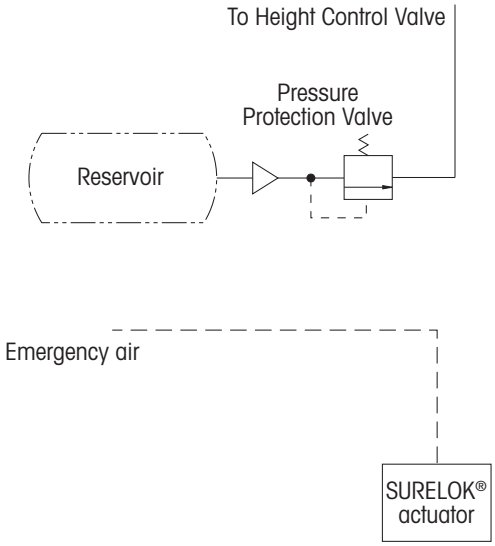
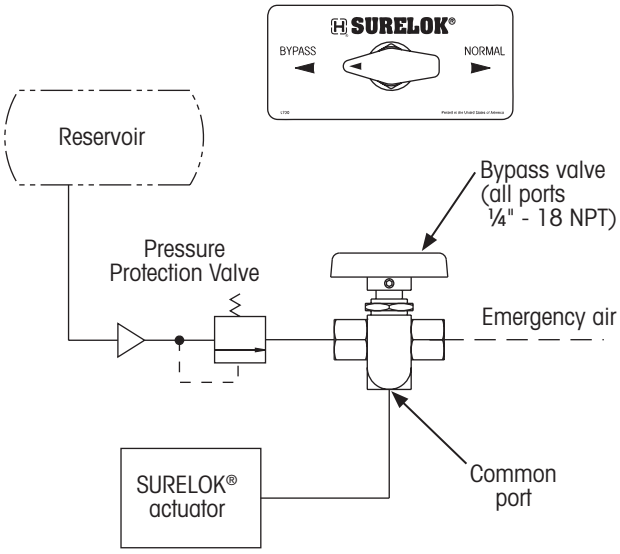
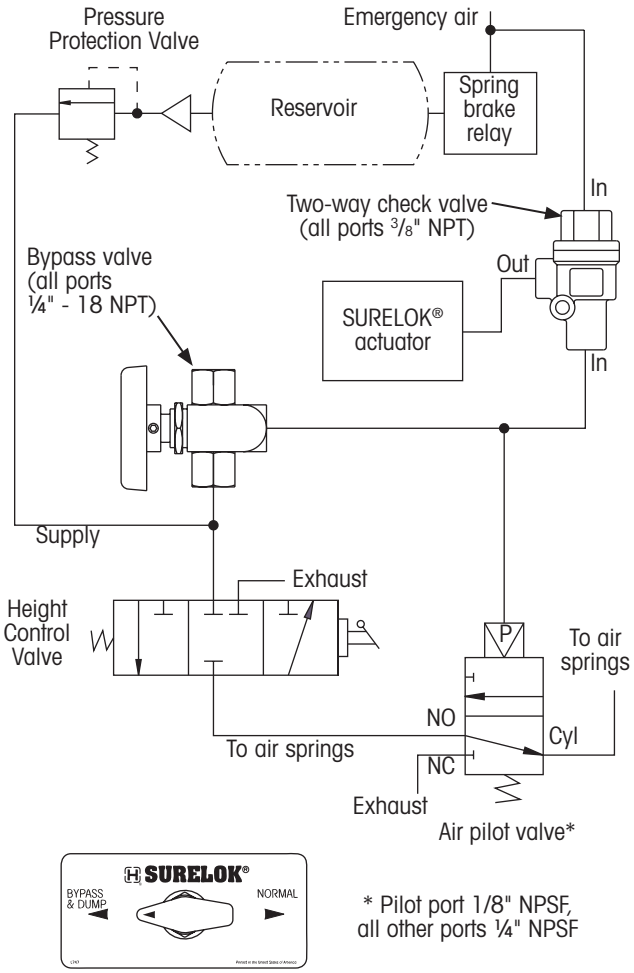

Figure 77: Typical plumbing schematic
Figure 78: Manual bypass valve plumbing schematic
Figure 79: Combination bypass/air dump valve plumbing schematic
2. **Reference** the applicable plumbing diagram, Figure 77, Figure 78 or Figure 79, and plumb the trailer according to the control kit option used.
No valve included — Standard (typical) operation. With this air control kit (Figure 77), SURELOK engages automatically when the parking brake is applied and disengages automatically when the parking brake is released. No provision is made to bypass SURELOK (there is no bypass valve) and the trailer is not equipped with air suspension exhaust capability (there is no air dump valve).
disconnecting it from the trailer's parking brake system (Figure 78). This bypass operation is accomplished by manually turning a control valve from the **normal** position to the **bypass** position. With SURELOK® bypassed, the suspension can be exhausted onto the internal air spring bumpers using a separate or previously-installed manual air suspension dump valve.
Manual bypass with dump — In addition to standard SURELOK operation as described above, this air kit allows SURELOK to be completely bypassed and the suspension exhausted onto the internal air spring bumpers in one convenient step (Figure 79). This simultaneous bypass and exhaust operation is accomplished by manually turning a control valve from the normal position to the bypass and dump position.